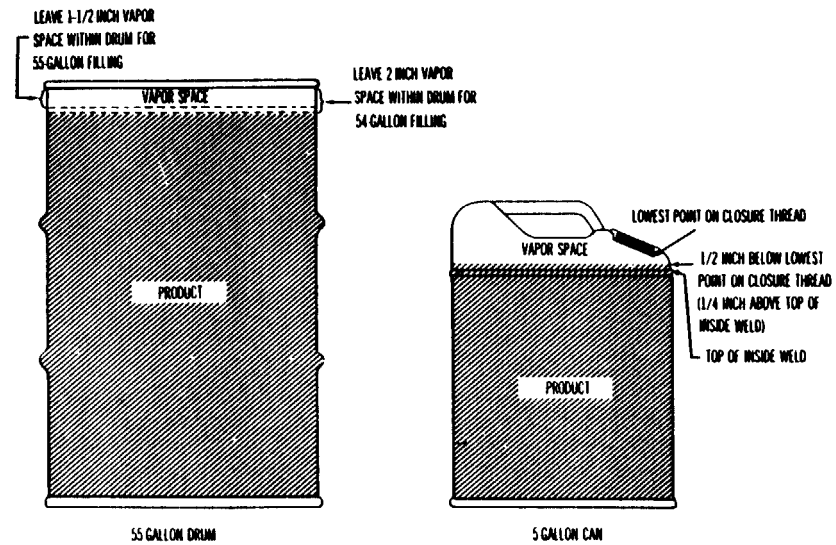

Figure 4-4. Fill Levels for 5-Gallon Cans and 55-Gallon Drums
a. FIVE-GALLON CANS. Five-gallon cans should be fil led to the level shown in figure 4-4. As a practical matter, they may be filled to any level between 1/4 inch and 3/4 inch below the lowest point on the closure threads (or 1/2 inch above or even with the top of the inside weld, respectively). Filled to the maximum level, the can holds 5.14
b. FIFTY-FIVE GALLON DRUMS. Although the standard drum has a maximum capacity of 57.75 gallons, adequate vapor space must be provided as shown in figure 4-4. The drum should be loaded with 54 gallons of light fuels, such as gasolines and JP-4; or with 55 gallons of heavier products, such as diesel fuels, solvents, kerosene, and lubricating oils. Use metering devices if available, or the levels indicated in figure 4-4.